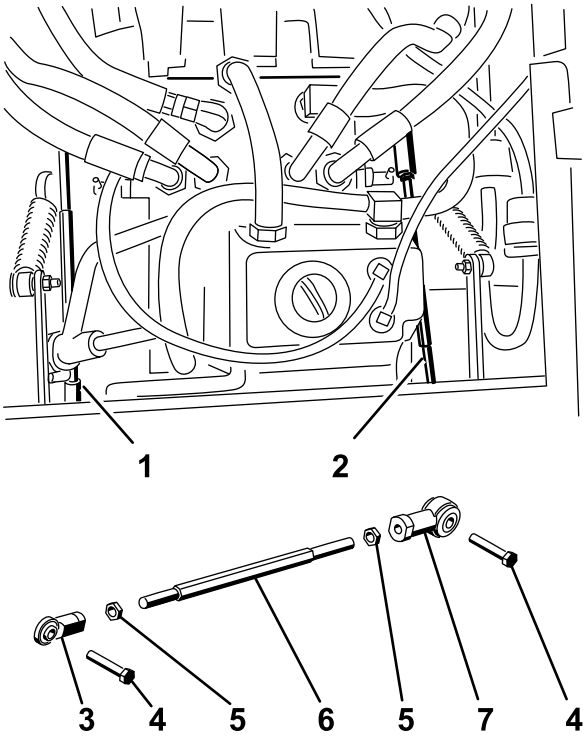

図 52
6. 機体の片側で、その側の車輪が停止またはわずかに後退側に回転するように、ポンプロッドの長さを調整する六角シャフトを回して調整する(図 52)。